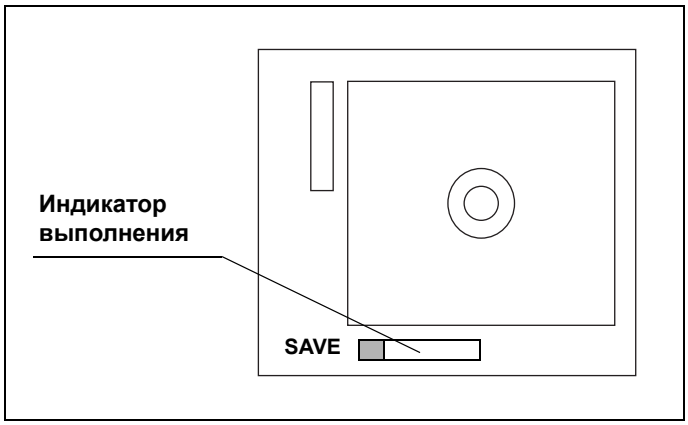

рисунок 7.243
- При остановке записи видео в нижней части дисплея монитора отображается индикатор выполнения (см. рис. 7.243). Не выключайте ультразвуковой центр, пока отображается индикатор выполнения. В противном случае данные изображений могут быть утеряны.